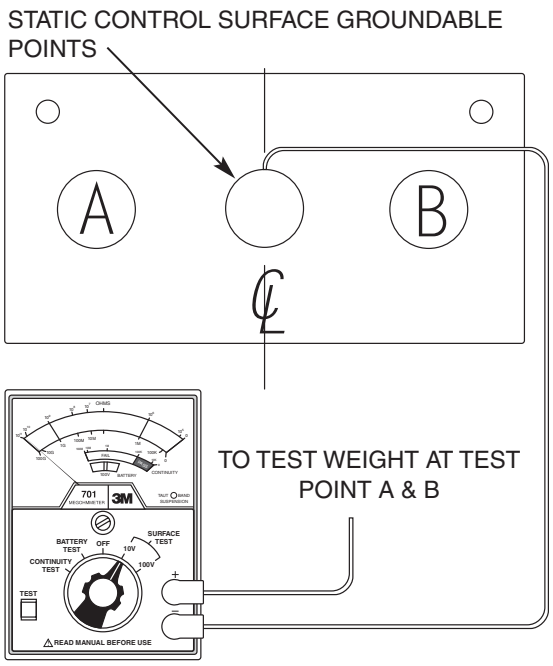

Figure 5-5: Material Evaluation Surface to Surface Test
E. Surface-to-surface Test: Test samples as shown in Figure 5-5; use both test weights and repeat the same test procedure used to determine ($R_{TS\text{-}GP}$).